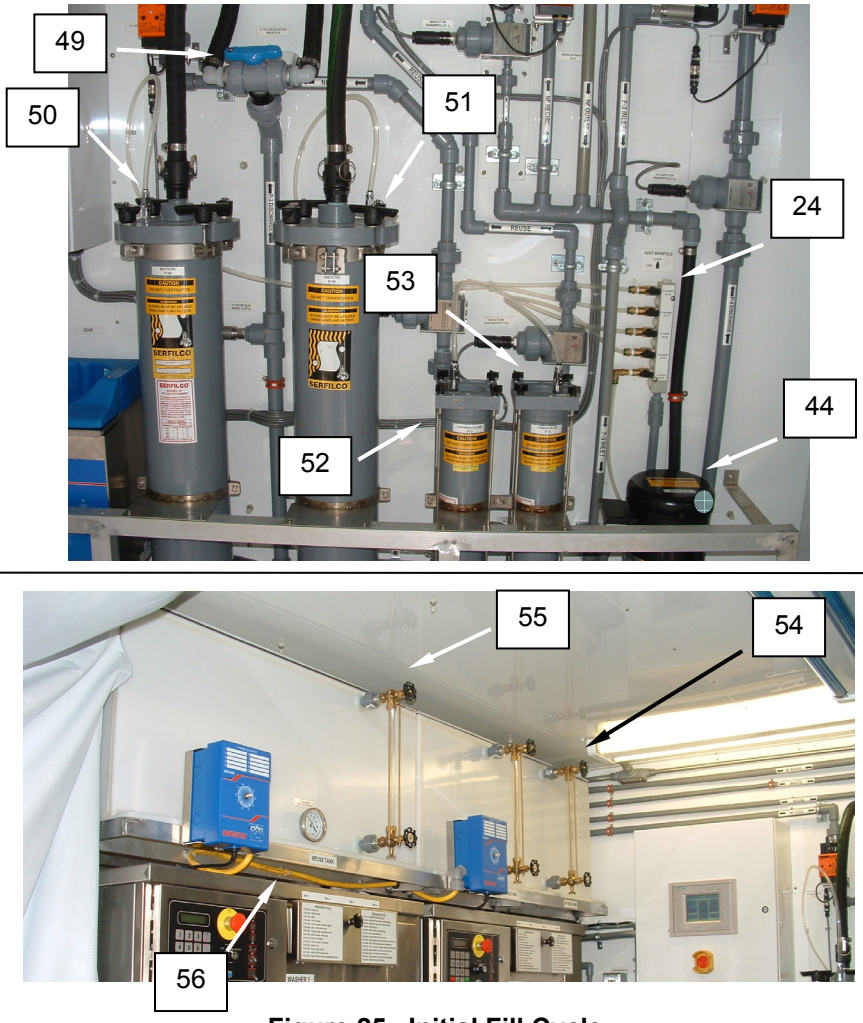

Figure 25. Initial Fill Cycle.
8. Use valve V-9 **(Figure 25, Item 49)** to select either filter F-1A **(Figure 25, Item 50)** or F-1B **(Figure 25, Item 51)**.
9. Open the vent valves on the vent valve manifold **(Figure 25, Item 24)** for Filter F-1A **(Figure 25, Item 50)** or F-1B **(Figure 25, Item 51)** (whichever is selected) and Filter F-2 **(Figure 25, Item 52)**. As the Water Treatment System Hold Tank (WTS) **(Figure 25, Item 46)** fills, a level sensor will activate causing pump P-3 to run.
10. Monitor water flow and ensure most of the air is evacuated from the line on Filter F-1A **(Figure 25, Item 50)** or F-1B **(Figure 25, Item 51)** (whichever is selected) and Filter F-2 **(Figure 25, Item 52)**, close the vent valves.
11. Open the vent valves on the vent manifold of Filter F-3 **(Figure 25, Item 53)** and P-4 Pump **(Figure 25, Item 44)**.
12. As the Nano Feed Tank **(Figure 25, Item 54)** fills, a level sensor will activate causing pump P-4 to run.
13. Once water is observed flowing through the clear vent hoses on F-3 **(Figure 25, Item 53)** and P-4 pump **(Figure 25, Item 44)**, close the vent valves.
14. As the initial fill continues, the Reuse Tank **(Figure 25, Item 55)** will fill. Initial fill is completed when the washer cycle is complete. Monitor the Reuse Tank thermometer **(Figure 25, Item 56)** to ensure the water is 110 ^{0}F minimum.